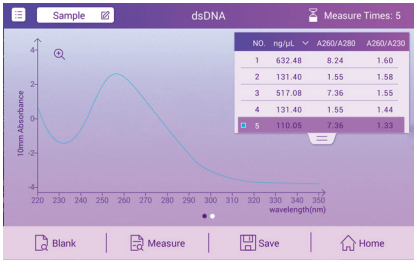

FIG.13
(1) Curves: As shown in FIG.13, the curves show the curves of the latest samples tested.